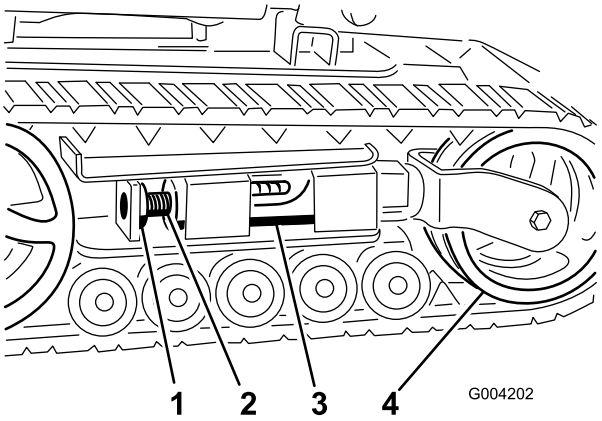
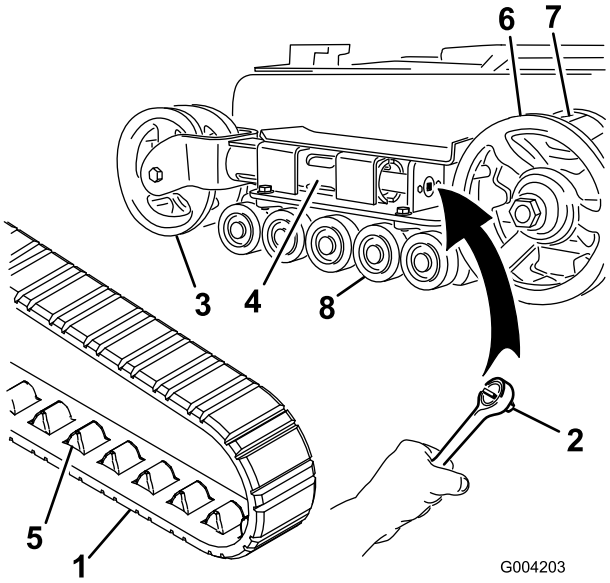
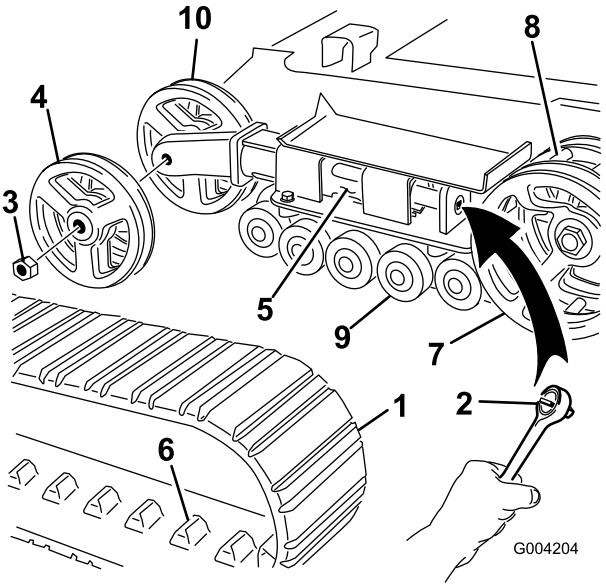

Figuur 45
Figuur 46
Figuur 47
3. Verwijder de borgbout en de moer (Figuur 45).
5. Lijn de dichtstbijzijnde inkeping in de spanschroef uit met de opening van de borgbout en bevestig de schroef met de borgbout en moer (Figuur 45).
4. Gebruik een dopsleutel (1/2 inch) en verminder de spanning door de spanschroef rechtsom te draaien (Figuur 45 en Figuur 46).
5. Duw het spanwiel in de richting van de achterzijde van de eenheid zodat de spanbuis het frame raakt (Figuur 46). (Als de buis het frame niet raakt, blijf dan aan de spanschroef draaien totdat dit wel zo is).
7. Als de rupsband van het spanwiel af is, verwijdert u de band van de kettingwielaandrijving en de wegwielen (Figuur 46).
8. Begin bij de kettingwielaandrijving en plaats de nieuwe rupsband rond de aandrijving. Controleer of de aansluitpunten tussen de tandwielen op de aandrijving passen (Figuur 46).
9. Duw de rupsband onder en tussen de wegwielen (Figuur 46).
4. Gebruik een dopsleutel (1/2 inch) en verminder de spanning door de spanschroef rechtsom te draaien (Figuur 45 en Figuur 47).
5. Duw het spanwiel in de richting van de achterzijde van de eenheid zodat de spanbuis het frame raakt (Figuur 47). (Als de buis het frame niet raakt, blijf dan aan de spanschroef draaien totdat dit wel zo is).
6. Verwijder de moer waarmee het buitenste spanwiel is bevestigd en verwijder het wiel (Figuur 47).
7. Verwijder de rupsband (Figuur 47).
8. Verwijder de moer waarmee het binnenste spanwiel is bevestigd en verwijder het wiel (Figuur 47).
12. Monteer het binnenste spanwiel en zet het vast met de moer die u eerder hebt verwijderd (Figuur 47).
14. Plaats de nieuwe rupsband en zorg ervoor dat de aansluitpunten van de rupsband goed tussen de tandwielen in het midden van de kettingwielaandrijving passen (Figuur 47).
15. Monteer het buitenste spanwiel en zet het vast met de moer die u eerder hebt verwijderd (Figuur 47).
6. Plaats de ingevette wegwieldop op de kop van de bout (Figuur 46).
7. Zet de wegwieldop vast met de snapring (Figuur 46).